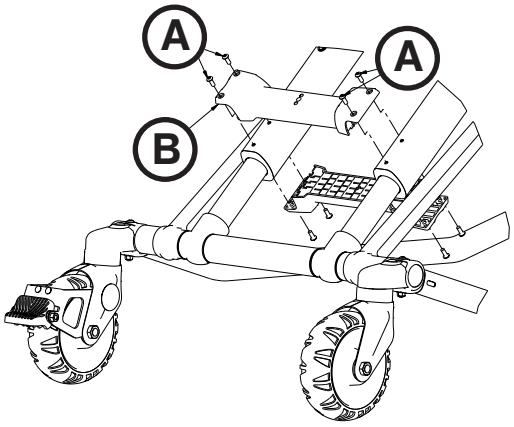

Figur 75
1. Fjern de fire rundhovedskruer (A) fra stelafstiveren (B) med en T25 Torx-skruetrækker (Figur 75).